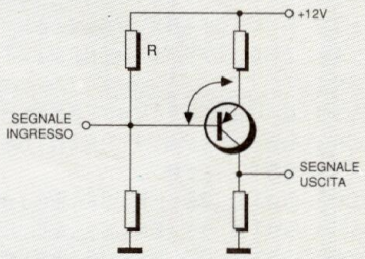

Figura 5
8. Con il cortocircuito tra emettitore e base nel transistore di Figura 5, indicato con una linea tratteggiata, la tensione di collettore deve essere:
9. L'amplificatore di Figura 5 è collegato secondo una configurazione a:
10. Se il resistore contrassegnato R nello schema di Figura 5 è interrotto, il transistore sarà: